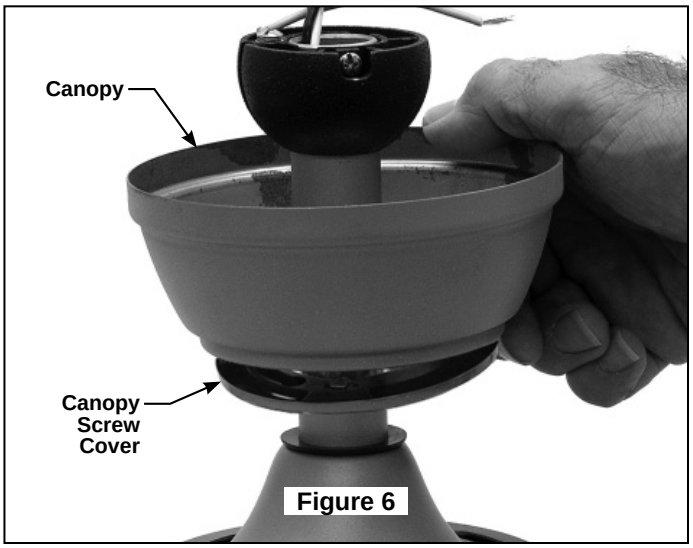

Figure 6
7. Route wires and support cable through Motor Coupling Cover and through opening in Canopy Screw Cover and Canopy. Position Canopy Screw Cover and Canopy on fan shown with open side facing up. (Figure 6)
10. Slide the Motor Coupling Cover down until it touches the top of the Housing. (Figure 6)